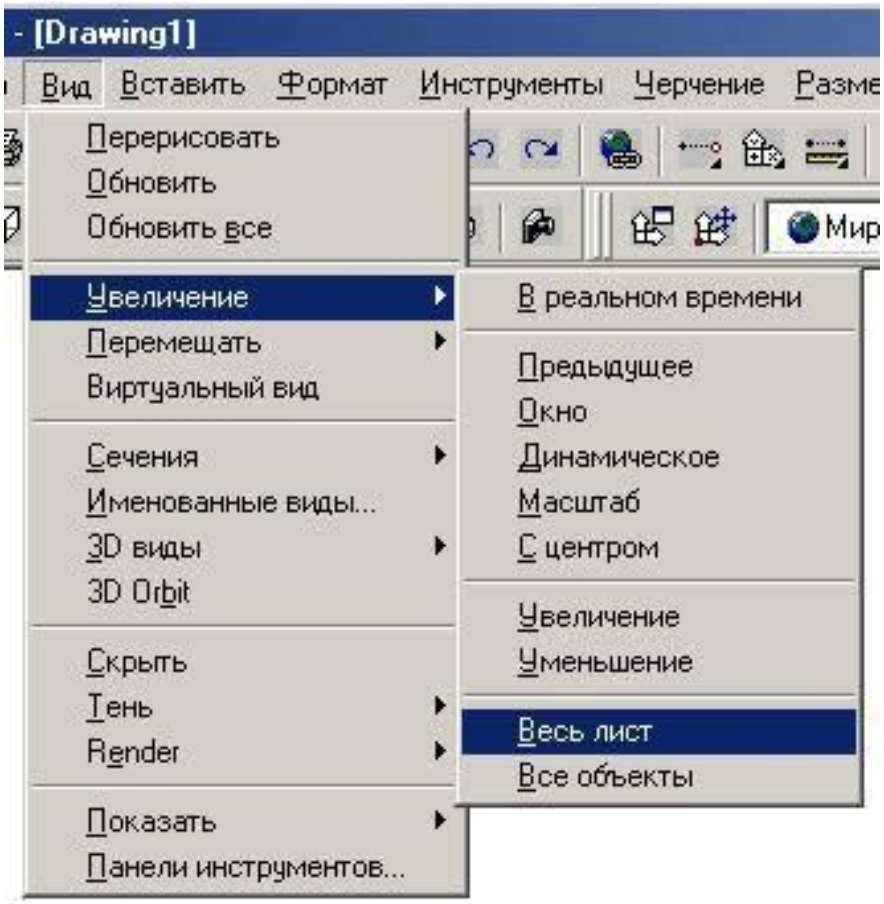

Рис. 6
7. Покажите всю область черчения: **Вид/Увеличение/Весь лист** (**View/Zoom/All**) (рис. 6).